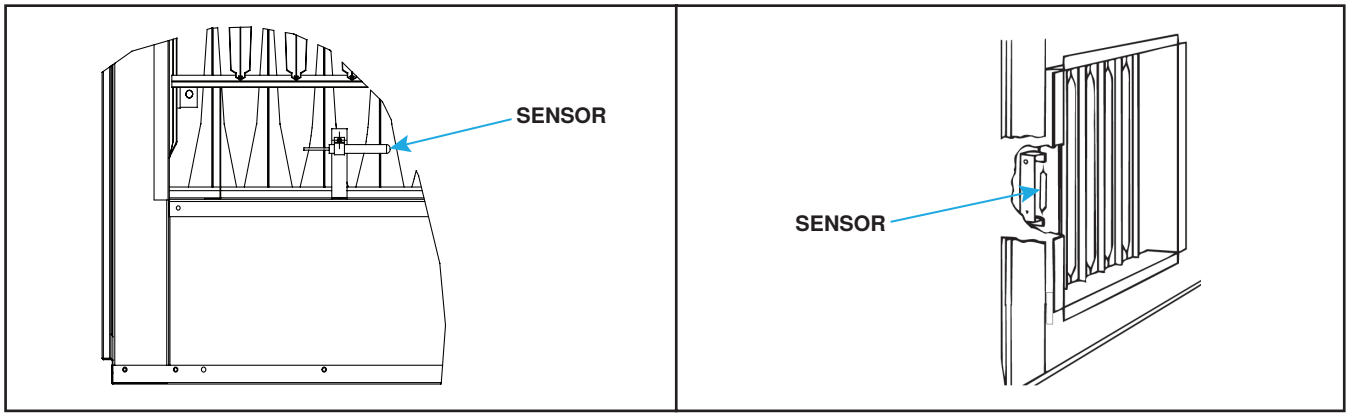

Figure 5. Shipping Locations of Capillary Sensor
Depending on the gas control option, the discharge air temperature sensor is either factory- or field-installed. Field-installed sensors have one of two configurations: a sensor and mixing tube assembly or a sensor holder and junction box assembly. For units with the sensor holder and junction box assembly option, the sensor is normally installed on a bracket in the furnace discharge for shipping but it may be mounted in the cabinet leg (see **Figure 5**).
(1) Before connecting ductwork to furnace, remove capillary sensor from its shipping position on furnace (see **Figure 5**).